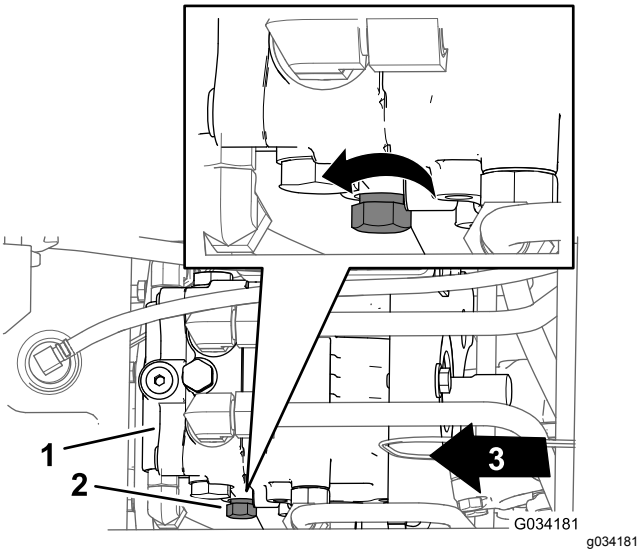

Figuur 29
2. De regelknop van de omloopklep bevindt zich aan de linkerkant van de hydraulische pomp (Figuur 29).
3. Draai de regelknop 3 omwentelingen linksom (Figuur 29).
2. Zoek de regelknop van de omloopklep; deze bevindt zich aan de linkerkant van de hydraulische pomp (Figuur 29).
3. Draai de regelknop (Figuur 29) rechtsom tot u weerstand voelt, wat erop wijst dat de omloopklep is gesloten.